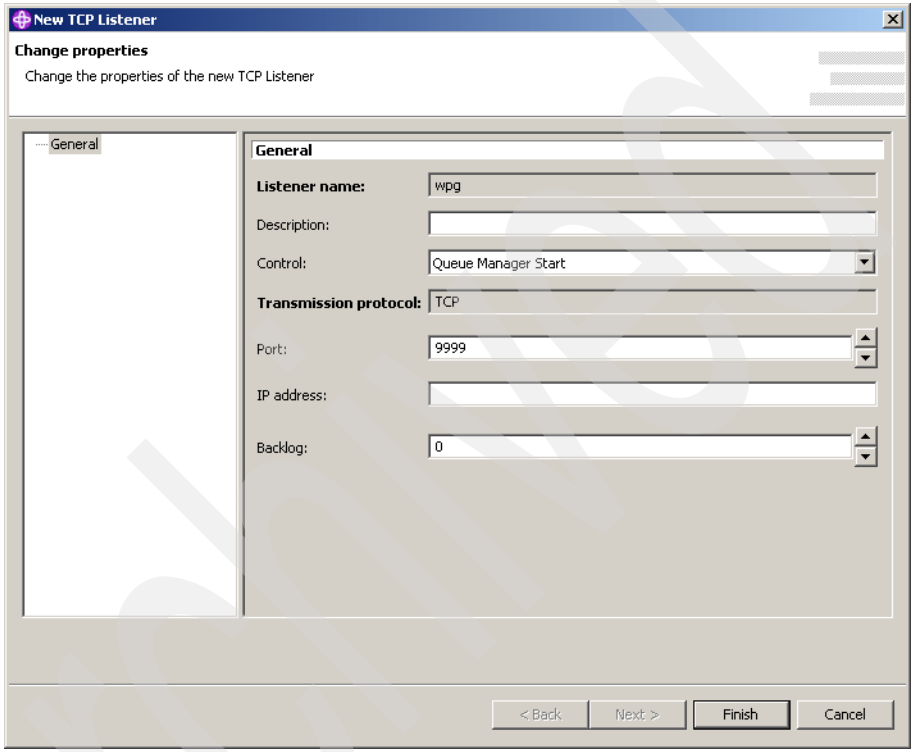

Figure 5-16 Enter listener properties
5. Using the menu box (Figure 5-16, “Enter listener properties” on page 74) select **Queue Manager Start** as the mode of control. This means that as part of the queue manager start up, it will start the listener.